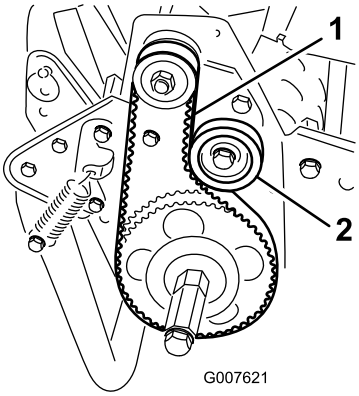

Rysunek 38
2. Sprawdź napięcie, naciskając pas w połowie rozpiętości między kołami (Rysunek 38) z siłą od 18 do 22 N.
A. Poluzuj nakrętkę mocującą koło pasowe luźne i obróć je w kierunku zgodnym z kierunkiem ruchu wskazówek zegara w stronę tylnej części paska aż do uzyskania wymaganego napięcia paska (Rysunek 38).